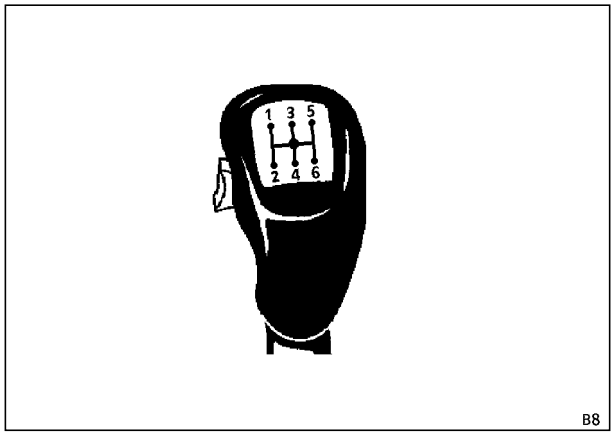

Rys.31
- Dźwignia zmiany biegów w pozycji neutralnej (A/ OBSŁUGA Rys. 31).